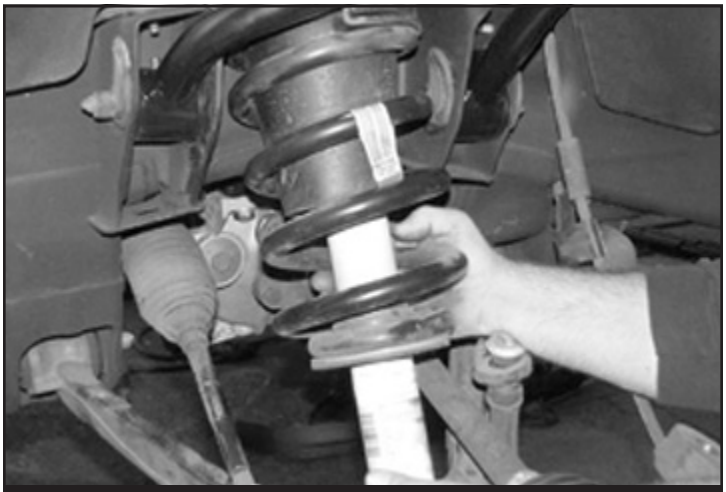

FIGURE 31
31. Locate the three 7/16” nylock nuts and install the coil over into the upper shock mount. Leave loose at this time. **SEE FIGURE 31**